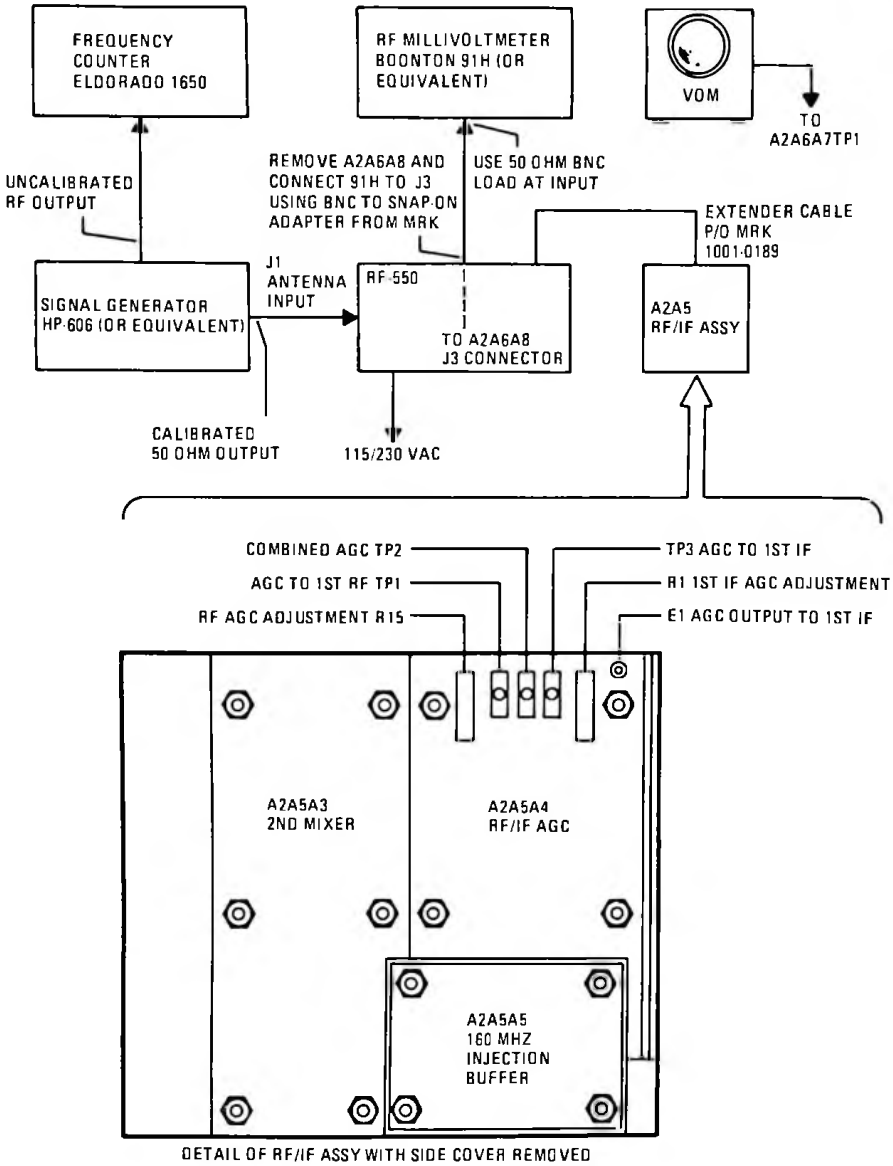

Figure 1. RF/IF AGC Adjustments, Equipment Setup and Interconnections
The following procedure measures the overall performance of Assembly A2A5 and establishes the dynamic range of the RF and 1st IF amplifiers by controlling the ranges of their AGC systems. Figure 1 shows the equipment and interconnections required.
a. Set up equipment as in figure 1 and remove side cover from A2A5A4.